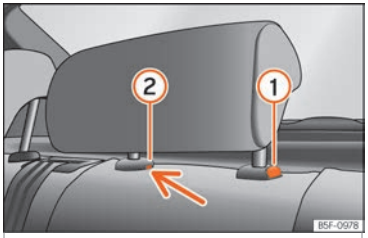

Fig. 150 Encosto de cabeça traseiro central: ponto de desbloqueio.
– Para ajustar o encosto de cabeça para uma altura mais baixa, pressione o botão ››› **Fig. 150** ① e empurre-o para baixo.